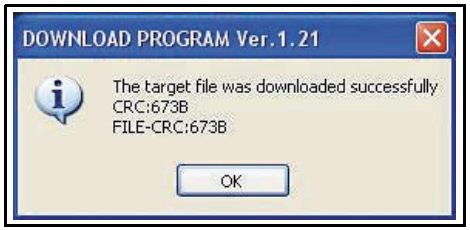

Figure 11 Download Successful Screen
22. When the Firmware download is complete (in approximately 2 minutes), the program will terminate with a message indicating "The target file was downloaded successfully.", with a final CRC Checksum comparison below it as shown in Figure 11. Click on the “OK” Screen Button to end the Download.